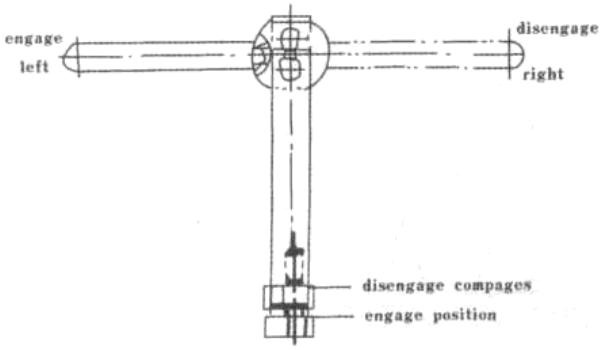

Рис. 2-8 Рычаг сцепления гидравлического насоса
2.2.12 Гидравлический насос рычага сцепления (рис. 2-8)